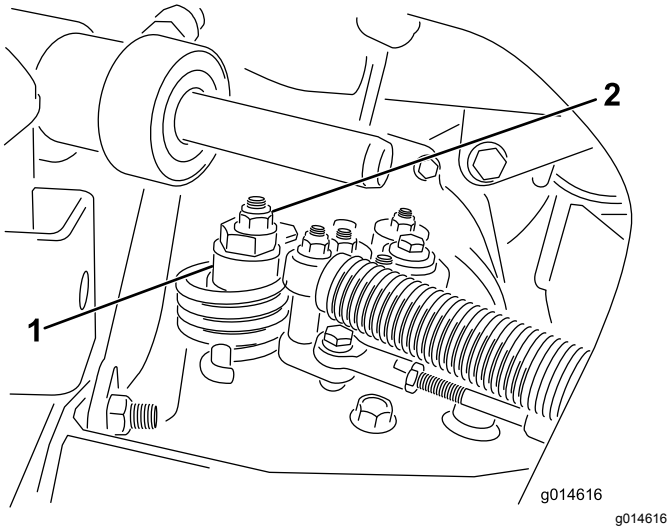

Figur 47
A. Løsn møtrikken, der fastgør den excentriske bolt til den øverste del af hydrostaten (Figur 47).
C. Drej den excentriske bolt, indtil der ikke forekommer krybning i nogen retning. Når hjulet holder op med at dreje, skal den møtrik, der låser den excentriske bolt og justeringen, tilspændes (Figur 47). Kontroller indstillingen med gashåndtaget i positionerne langsom og hurtig.